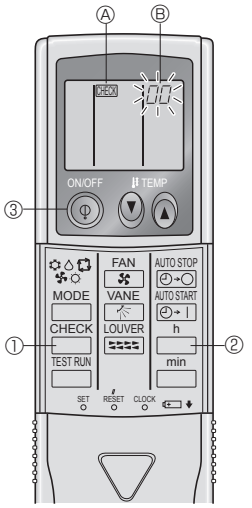

Fig. 7-6
7.3.2. Для беспроводного пульта дистанционного управления (Fig. 7-6)
① Включите питание.
② Дважды нажмите кнопку CHECK.